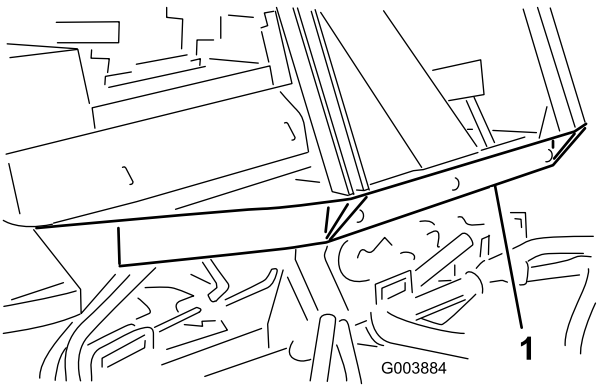

Figur 36
4. Monter en passende kæde, strop eller kabel midt på den forreste stelvange (Figur 36).